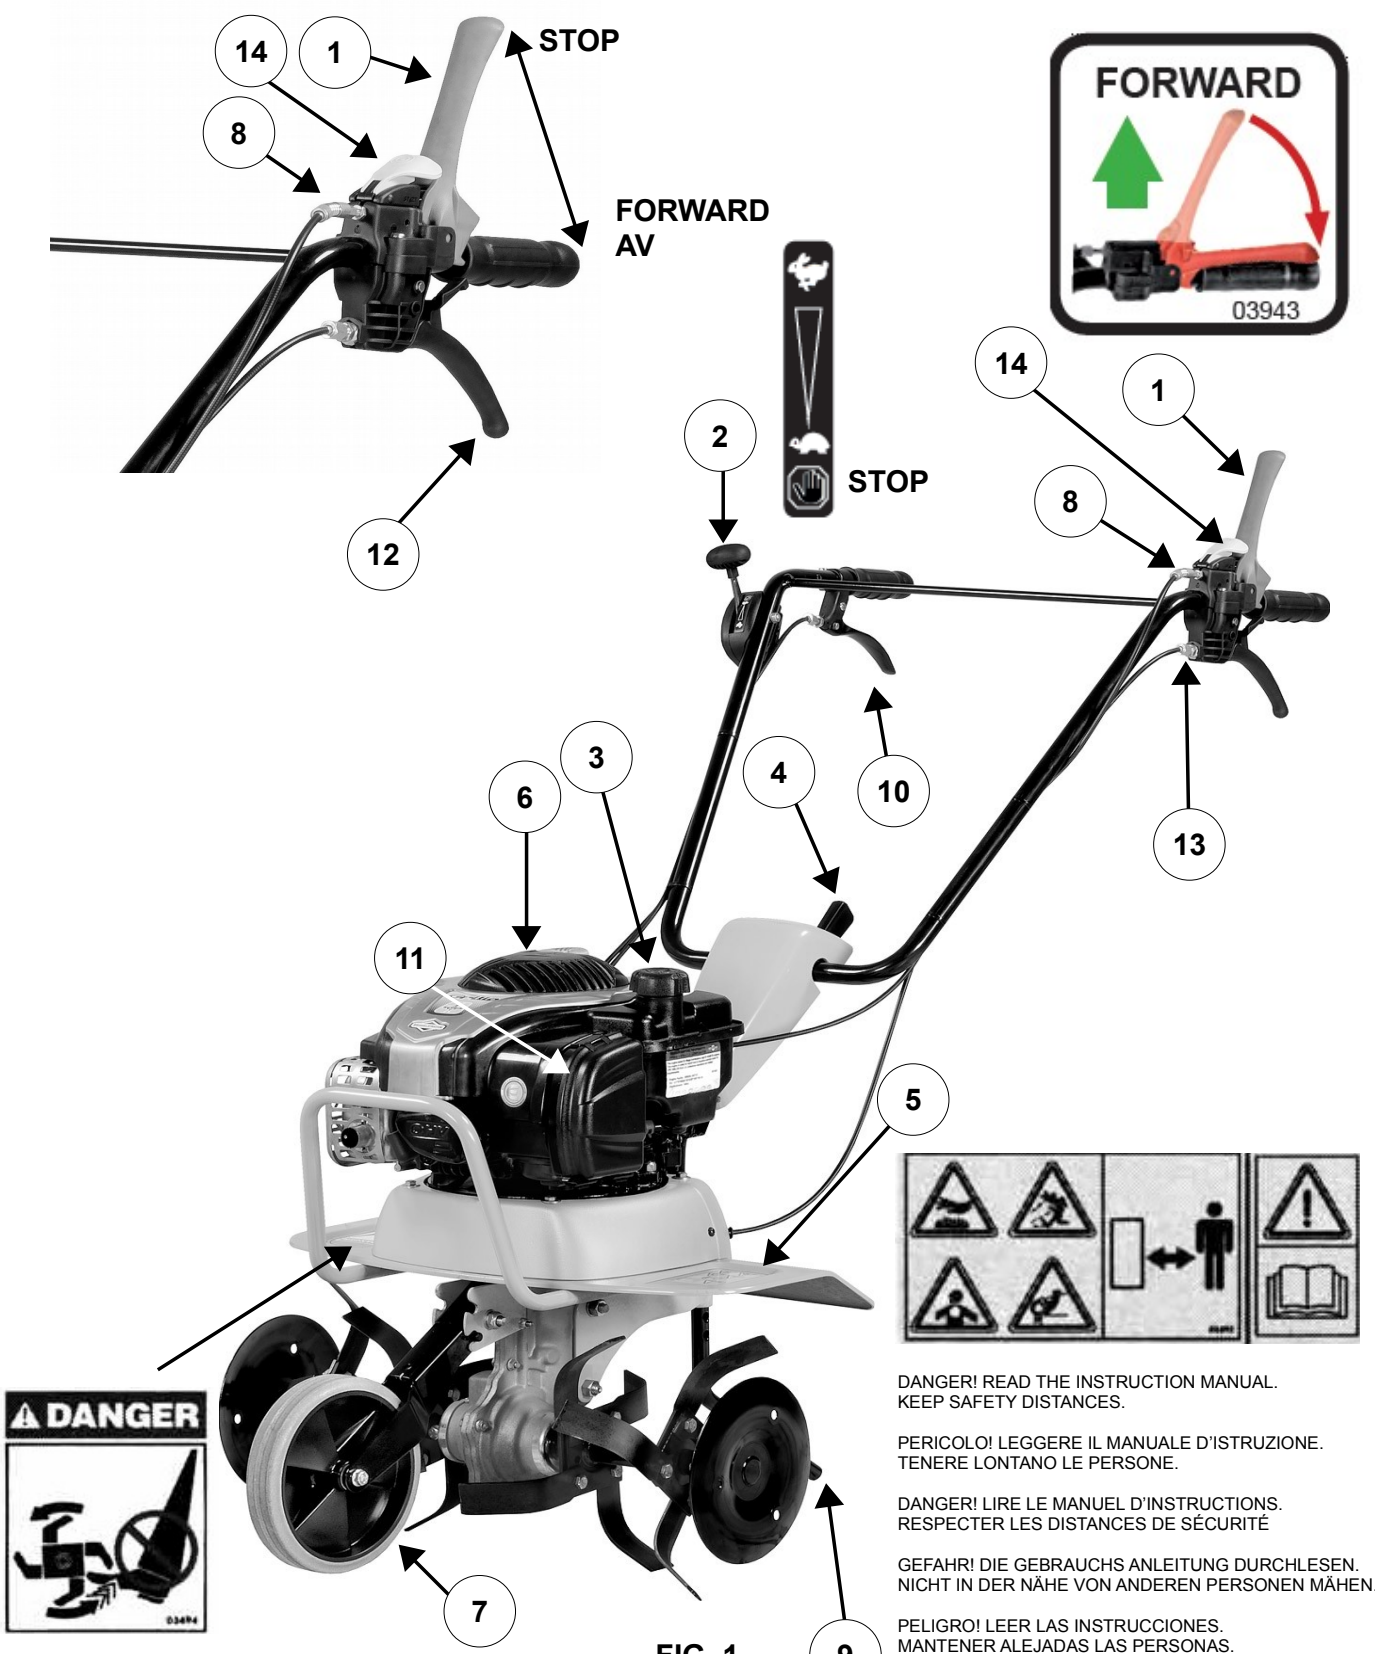

FIG. 1
- Llene el deposito de carburante (fig.1 n.3).
- Arranque el motor tirando con fuerza el mando del autoenvolvente (fig.1 n.6).
- Regule la altura del manillar moviendo el pomo correspondiente para adaptarlo a una mejor posición de trabajo (fig.1 n.4).
- Acelerar el motor (fig. 1, n. 2).
- Para poner en marcha la motoazada presionar el dispositivo de seguridad gris (fig. 1, n. 14). Luego bajar la palanca roja del avance (fig. 1, n. 1).
- Para detener la máquina suelte la palanca de avance (fig.1 n.1)
- Regule la tensión del cable de avance moviendo el dispositivo de reglaje (fig.1 n.8) situado en la palanca.
- Reglar el cable de la marcha atrás por medio de su registro (fig. 1, n. 13).